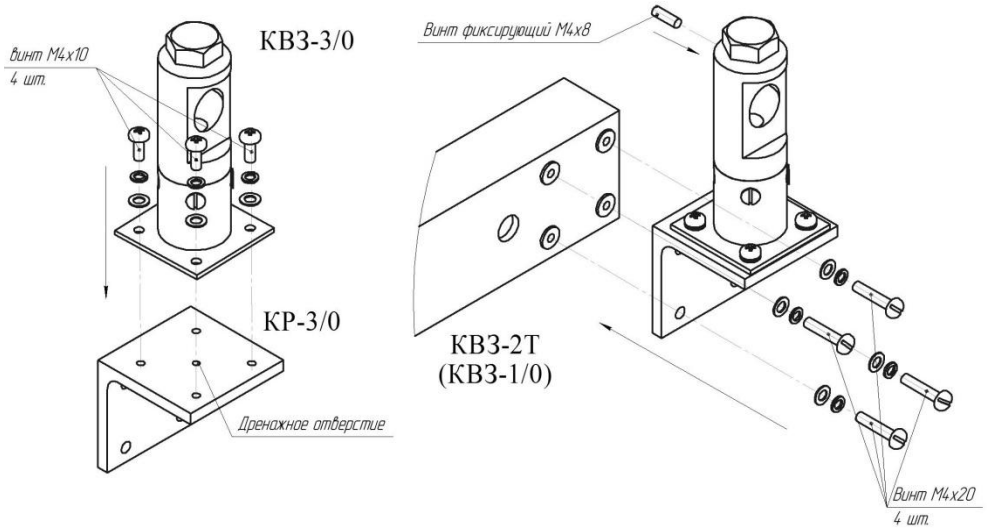

Рис. 10.2
11.2.3 Немного ослабить зажимные болты КВЗ (см. рис. 10.2) до возможности изменения угловых положений БПРД и БПРМ. Включить режим ЮСТИРОВКА(юстировки блоков).